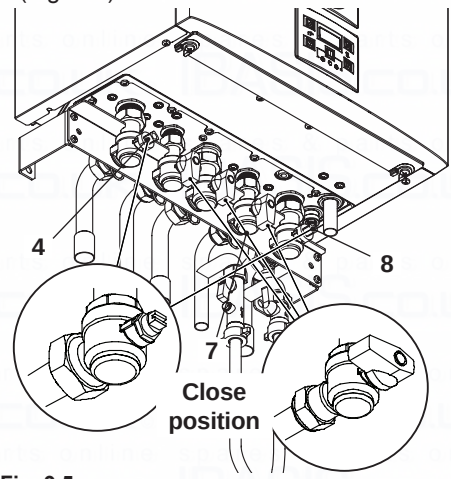

Fig. 9.5
- Turn off the d.c.w .inlet isolating valve 7 (Fig. 9.5).
- Close the c.h. isolating valves (4 and 8 in Fig. 9.5).